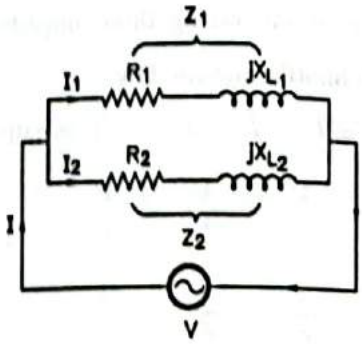

FIG. 2.67 : PARALLEL CIRCUIT
- Consider the Fig. 2.67 where two impedances $Z_1$ and $Z_2$ are connected in parallel. The potential difference across them is same.